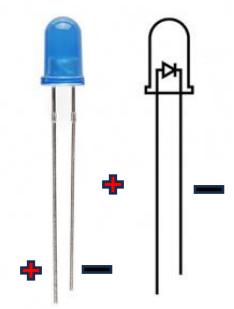

Fig. 14. LED Pinout
- See Figure 14 for how to connect a LED (the longer leg goes towards R1)